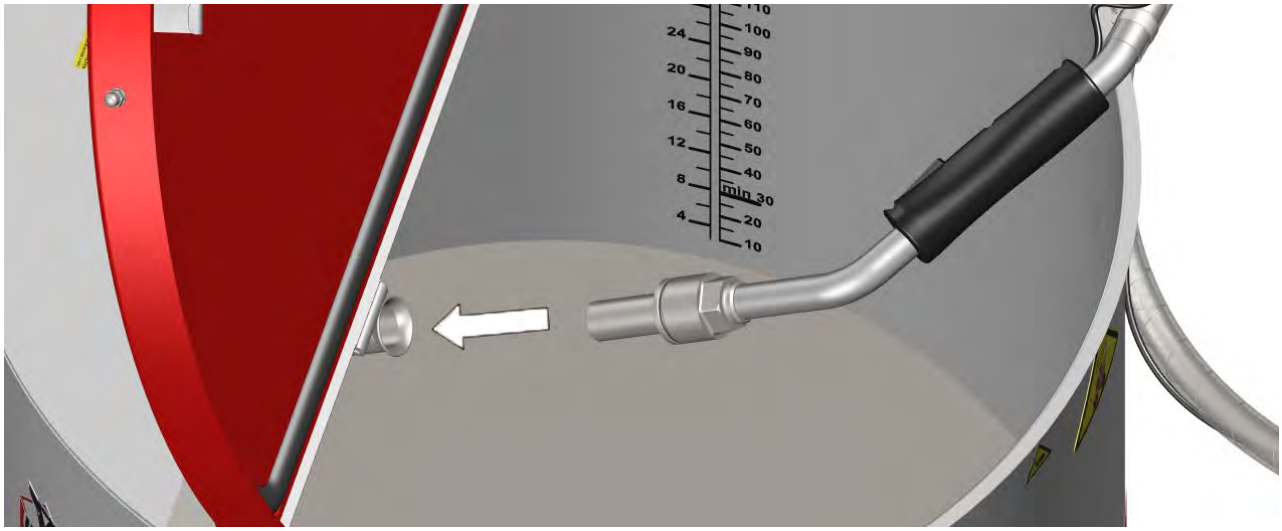

Bild 22: Dosierpistole in Spülvorrichtung einstecken
1. Stecken Sie die Dosierpistole in die Spülvorrichtung (siehe Bild 22: Dosierpistole in Spülvorrichtung einstecken.)